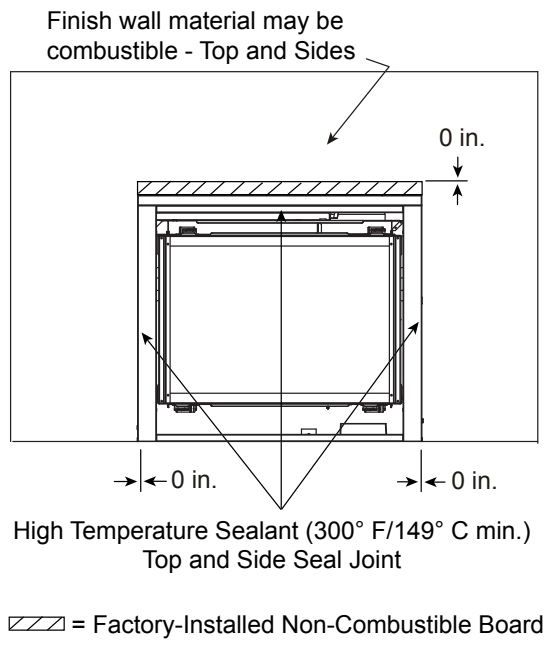
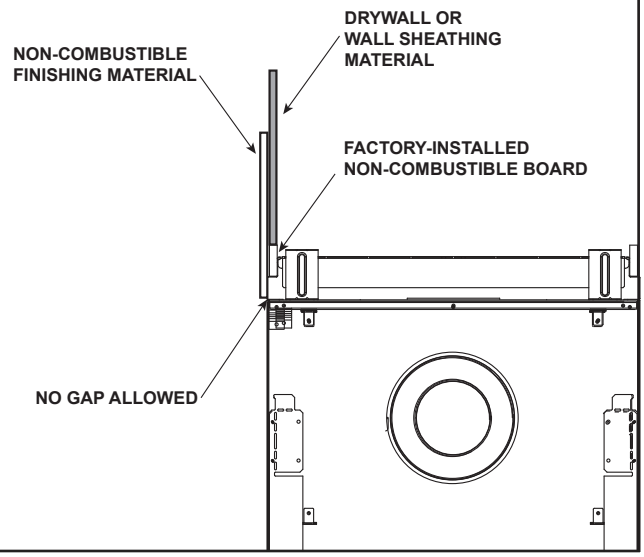

Figure 10.1 Non-combustible Facing Diagram
Figure 10.2 Finishing Material Installed
- Seal gaps between the finished wall and appliance top and sides using a 300 ºF minimum sealant. Refer to Figure 10.1 and Figure 10.2.